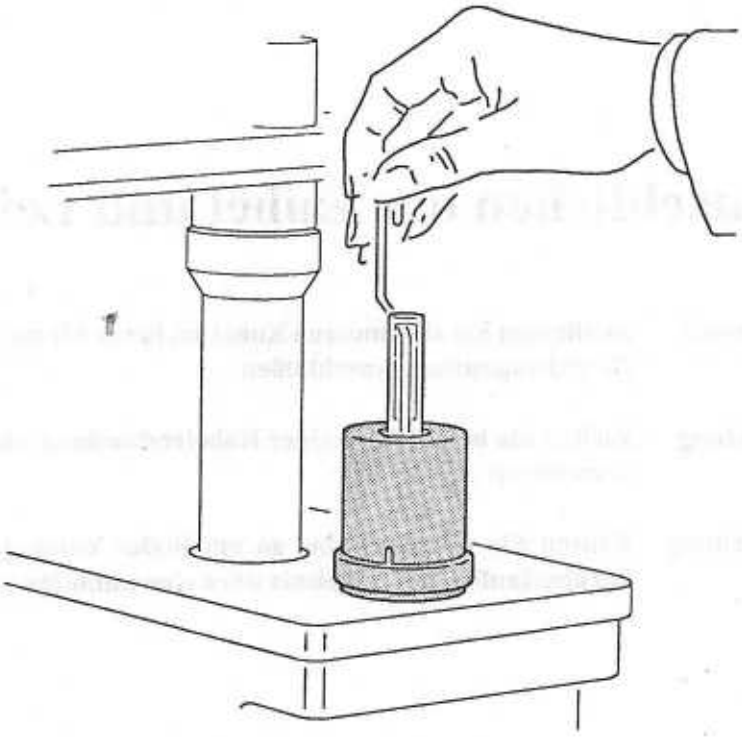

Bild 13
2. Führen Sie das gerade Ende des Meßfühlers vorsichtig in den Schlitz im Probenträger ein (s. Abb. 13).